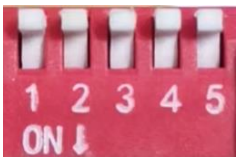

图 6.56 通讯开环拨码开关设置
- 将拨码开关设置为 SW2=OFF（选择开环运行模式），SW3= OFF，SW4= OFF，SW5= OFF（选择通讯控制方式），如图 6.56。